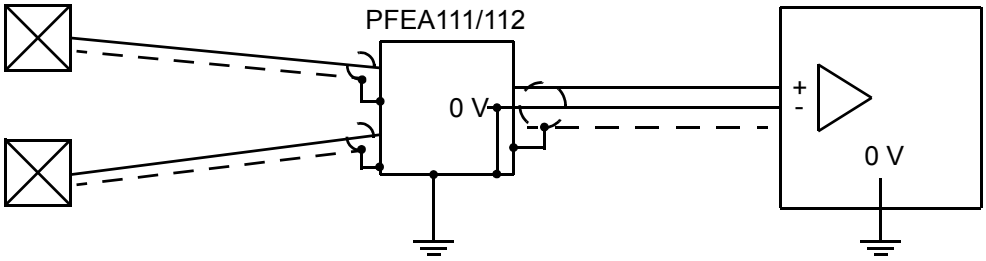
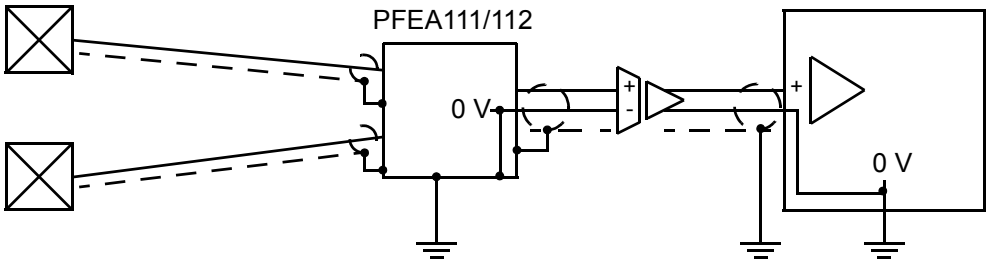

Abbildung 2-7. Anschluss eines übergeordneten Systems mit isoliertem Eingang oder Differentialeingang
Abbildung 2-8. Anschluss eines übergeordneten Systems über einen Trennverstärker
- Da die Signalerdung des Messsystems an die Gehäusemasse der Bahnzugelektronik angeschlossen ist, darf der Eingang von einem übergeordneten System, das mit dem Steuersystem verbunden ist, nicht geerdet sein. Die beste Art der Verbindung von Messsystem und einem übergeordneten System zur Sicherstellung der optimalen Funktionsweise geht aus Abbildung 2-7 und Abbildung 2-8 hervor.